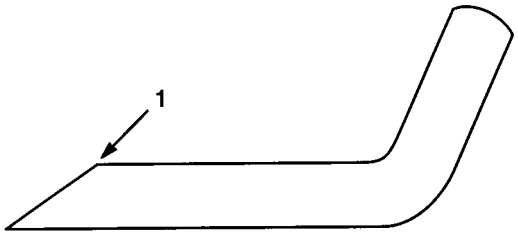

Fig. 17
3. Undersøk eggene på alle knivene. Kvess knivene hvis nødvendig. Du må bare kvesse toppen av eggen og kvesse i samme vinkel for å sikre at kniven holder seg kvass (fig. 17). Kniven holder seg i balanse hvis like mye metall fjernes fra begge egger.